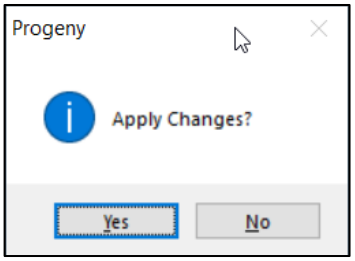

Figure 27. The confirmation pop-up for changes made to device configuration settings.
- If the user makes changes and then clicks “Close,” a pop-up will appear asking to confirm whether changes should be applied. Select the desired option. See Figure 27 below.